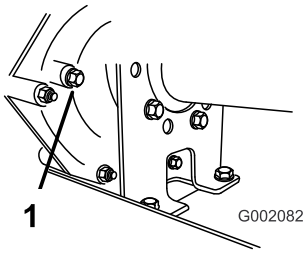

Figur 64
2. Fjern bolten fra niveauindikatorhullet (Figur 64).